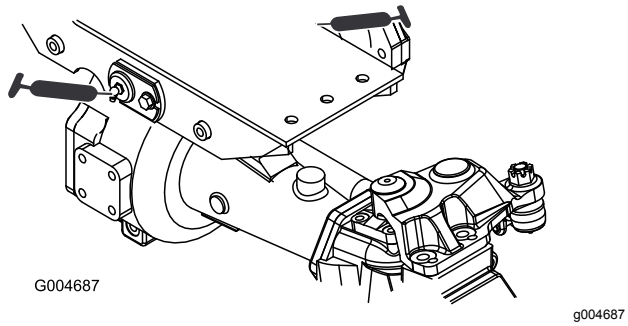

Figur 61
- For- og bagakslens drejebøsninger (2) (Figur 61)